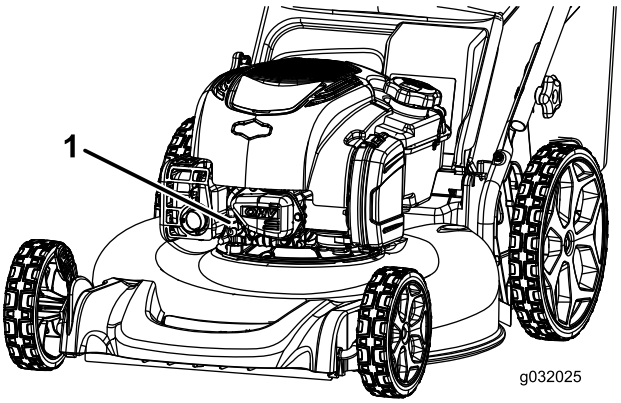

**Figur 24**
2. Lossa tändkabeln från tändstiftet (Figur 24) innan du utför underhåll.